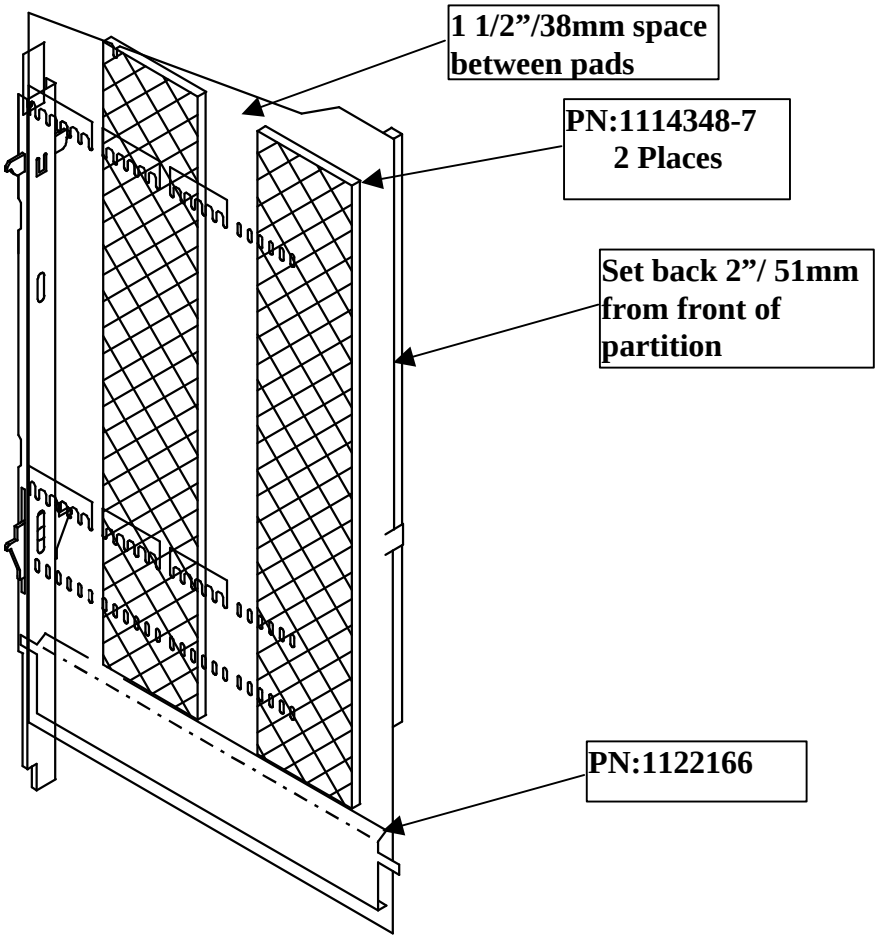

Figure 1
****Install magnetic column spacers into right side of partition above product side spacer (See Figure 1 for installation detail)**
Installation (see Figure 1)
Step #3 Install pkg. of two 38” long magnetic foam pads (P/N1114348-7) on the right side partition. Locate pads as shown in Figure 1 above the .74 product side spacer (P/N1122166)